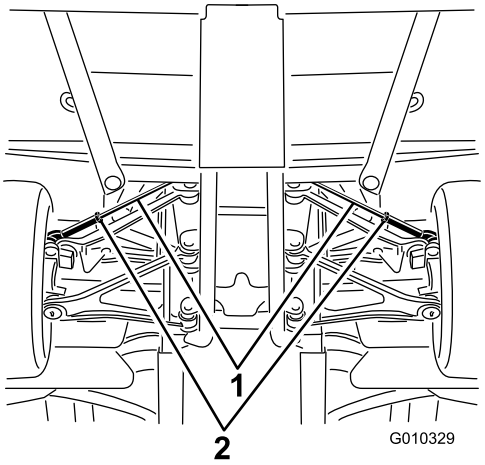

**Figur 57**
A. Lossa kontramuttern i mitten på dragstången (Figur 57).